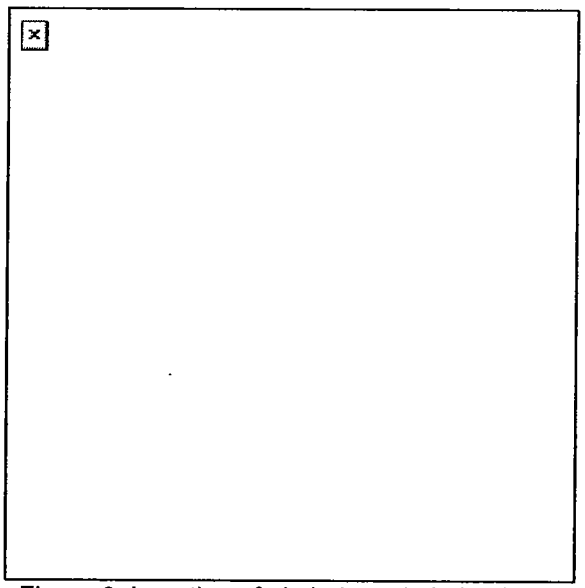

Figure 3. Insertion of pintle into pintle bushing.
b. Place the MK64 gun mount pintle into the tripod (Figure 3) until it sits flush on the tripod head. Flip down the pintle lock on the tripod.